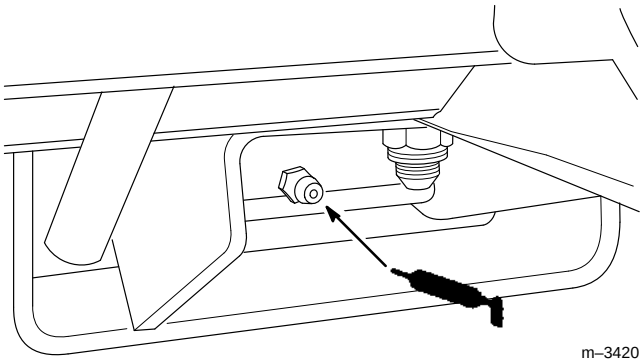

Figure 38
6. Lubrifier le graisseur de la pédale de frein (Fig. 38).